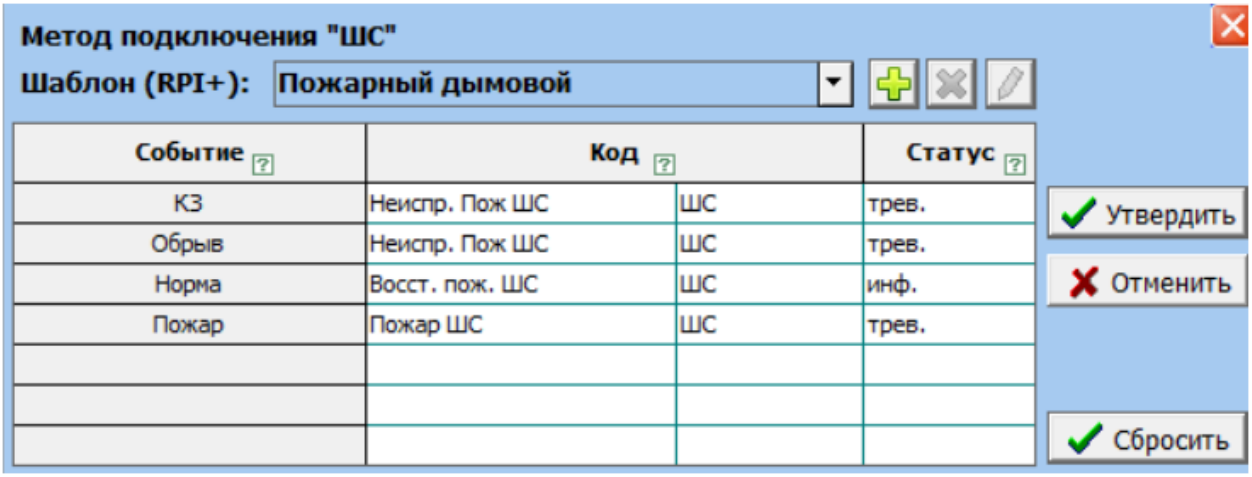

Рисунок 13
4.3 По умолчанию (заводские настройки) все 4 шлейфа в приборе ППКП «Протон» запрограммированы как тип 11 (рисунок 13).